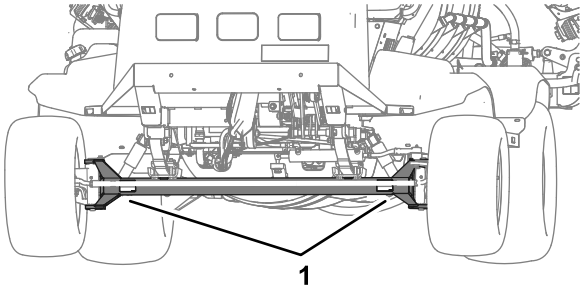
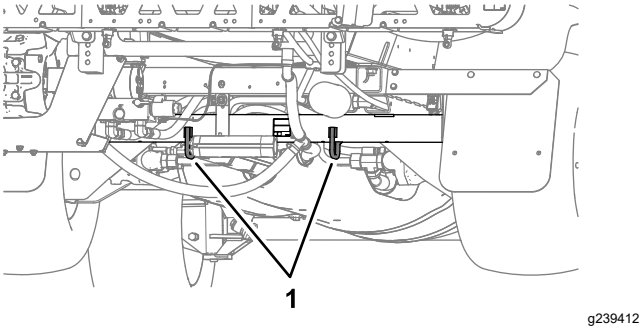

**Bild 58**
**Bild 59**
- Befestigen Sie die Maschine sicher am Transportfahrzeug; in Bild 58 und Bild 59 sind die Vergurtungsstellen an der Maschine abgebildet.